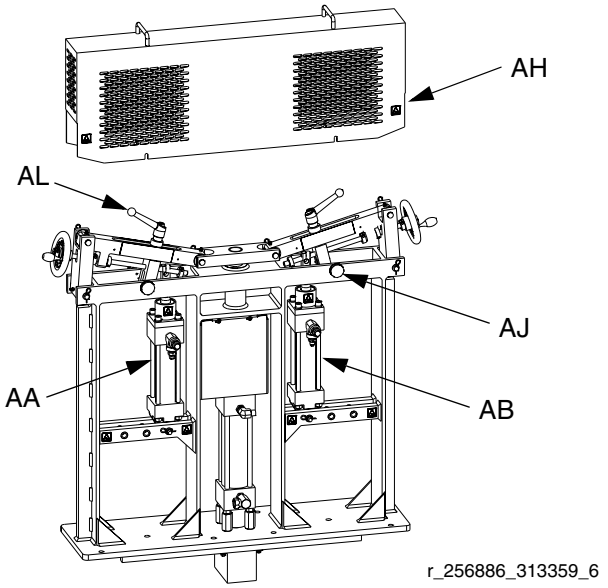

FIG. 7: Front View
h. Ensure top of pump is in correct ratio position. Tighten ratio lock handle (AL).
i. Install guard (AH) and tighten clamping knobs (AJ). See FIG. 7.